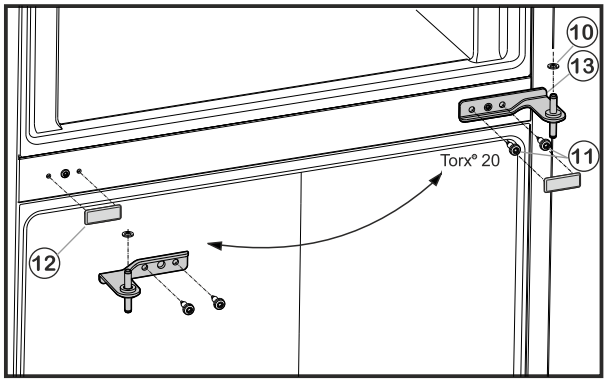

Fig. 6
▶ Unscrew the fastening screws *Fig. 6 (11)* (2 x Torx® 20) and pull the centre bearing block out of the lower door.
▶ Remove plastic washer *Fig. 6 (10)* .
▶ Remove the cover *Fig. 6 (12)* carefully.
▶ Re-install the cover *Fig. 6 (12)* on the opposite side.
- ▶ Insert the centre bearing block *Fig. 6 (13)* turned through 180° into the lower door and fasten firmly **(with 4 Nm)** to the new hinge side with the fastening screws *Fig. 6 (11)* (2 x Torx® 20).
- ▶ Refit plastic washer *Fig. 6 (10)*.
- ▶ Set the upper door down on the centre bearing block *Fig. 6 (13)*.